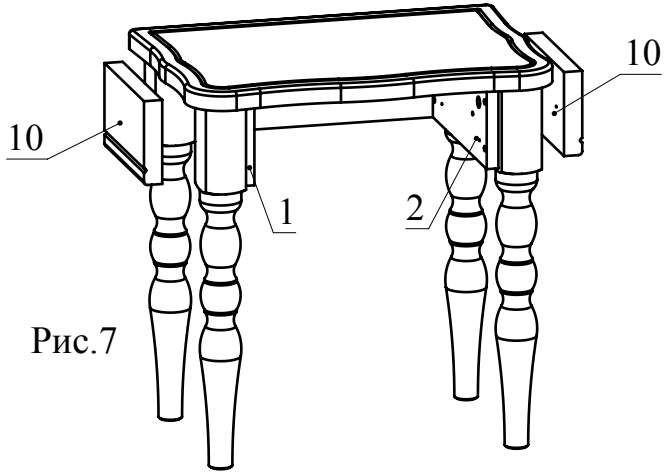

Рис.7
6. Прикрутить при помощи шурупов 4х30 детали 10 к деталям 1, 2 (Рис. 7).